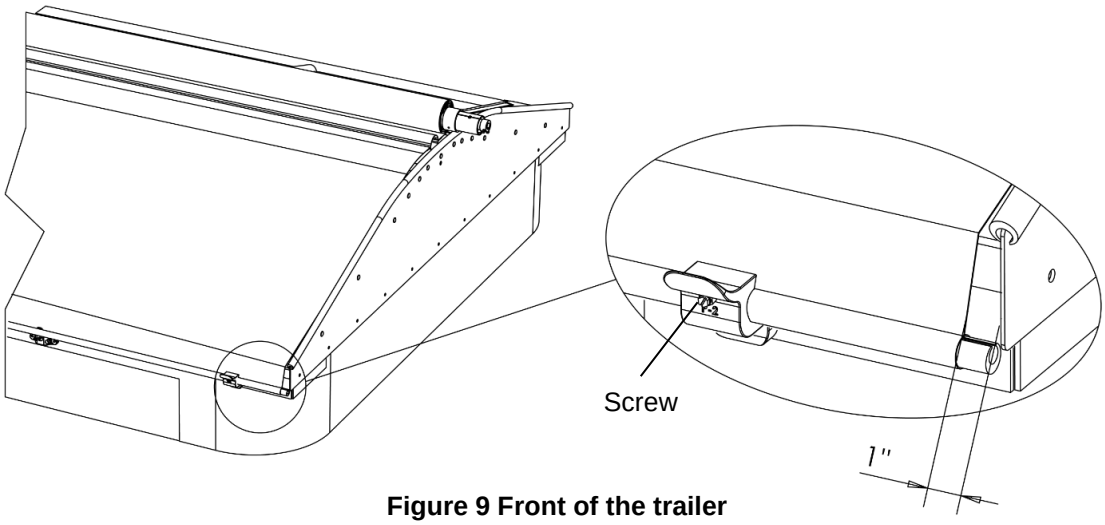

Figure 9 Front of the trailer
4. **Figure 9.** Insert the anchoring tube in the first P-2 block at the front of the trailer.